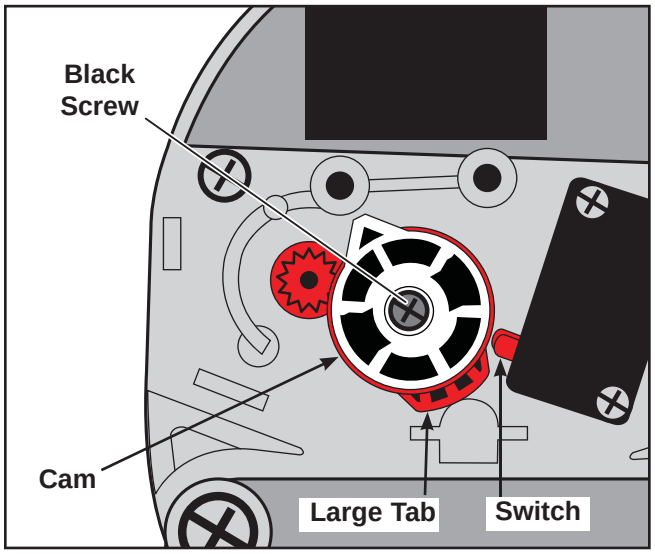

Figure 8
C. Place the cam assembly from step 7B onto the elevation motor as shown in Figure 8. ***NOTE:*** *Position the large tab next to the switch.*